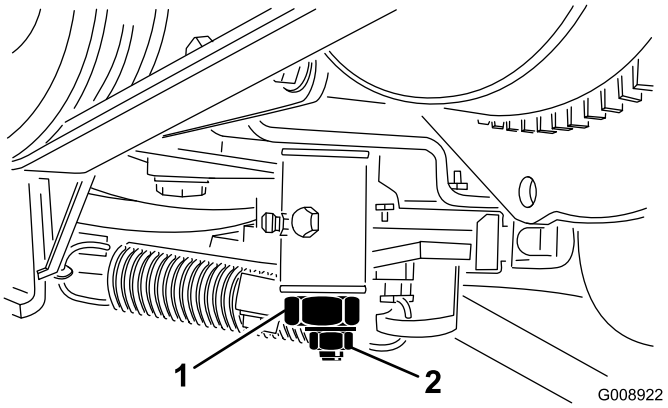

Figur 49
2. Lossa gasreglagekabelns kontaktdon på spaken vid insprutningspumpen (Figur 49).